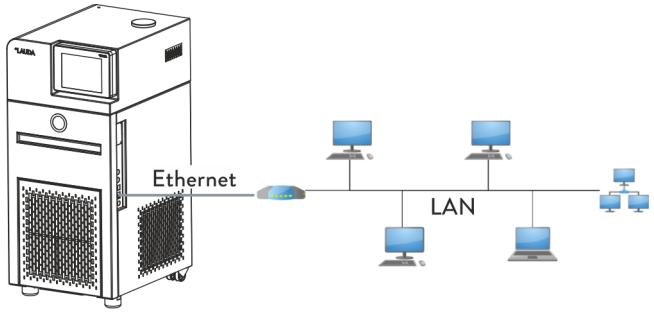
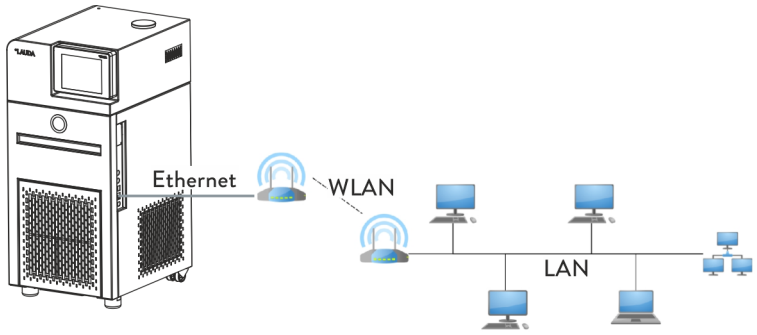
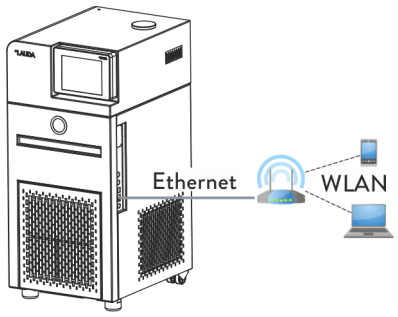

Fig. 11: Connected via LAN
Fig. 12: Connected via LAN and WLAN
Fig. 13: Connected via WLAN
Fig. 11 illustrates how the constant temperature equipment is connected to a control station/PC via a LAN network.
Fig. 12 illustrates the connection between the LAUDA constant temperature equipment and a LAN network with control station via a WLAN. Here, the constant temperature equipment is connected to a WLAN router using a standard Ethernet cable. The WLAN router must be configured so that it establishes a connection to a LAN via another WLAN router. This kind of connection is called a WLAN bridge. Refer to the instructions accompanying the relevant router for information on configuring WLAN routers.
Fig. 13 illustrates direct communication between the control station/PC and the LAUDA constant temperature equipment via a WLAN. The WLAN router must be configured as an access point. Refer to the instructions accompanying the router for information on configuring the WLAN router.
- Commercially available WLAN routers can be used for the connections displayed in Fig. 12 and Fig. 13. The routers must have the necessary connection function and meet the requirements in the relevant country in which they are operated. However LAUDA recommends using an industrial WLAN router for the configuration illustrated in Fig. 12.
11. Connect the Ethernet interface on the constant temperature equipment as illustrated in Fig. 11 to Fig. 13. Use a commercially available Ethernet cable (patch cable).
7. Connect the Ethernet interface on the constant temperature equipment as illustrated in Fig. 11 to Fig. 13. Use a commercially available Ethernet cable (patch cable).